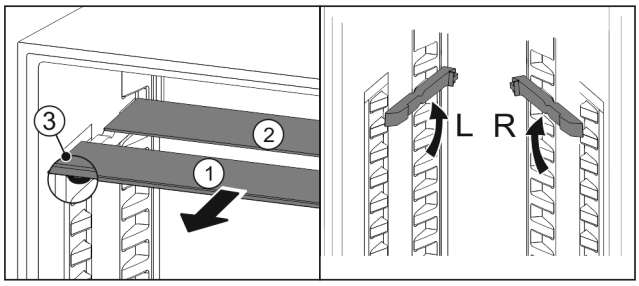

Fig. 99
▶ Glasplatten einzeln nach vorne herausziehen *Fig. 99 (1)*.
▷ Glasplatte *Fig. 99 (1)* mit Zierleiste liegt vorne.
▷ Stopps *Fig. 99 (3)* zeigen nach unten.